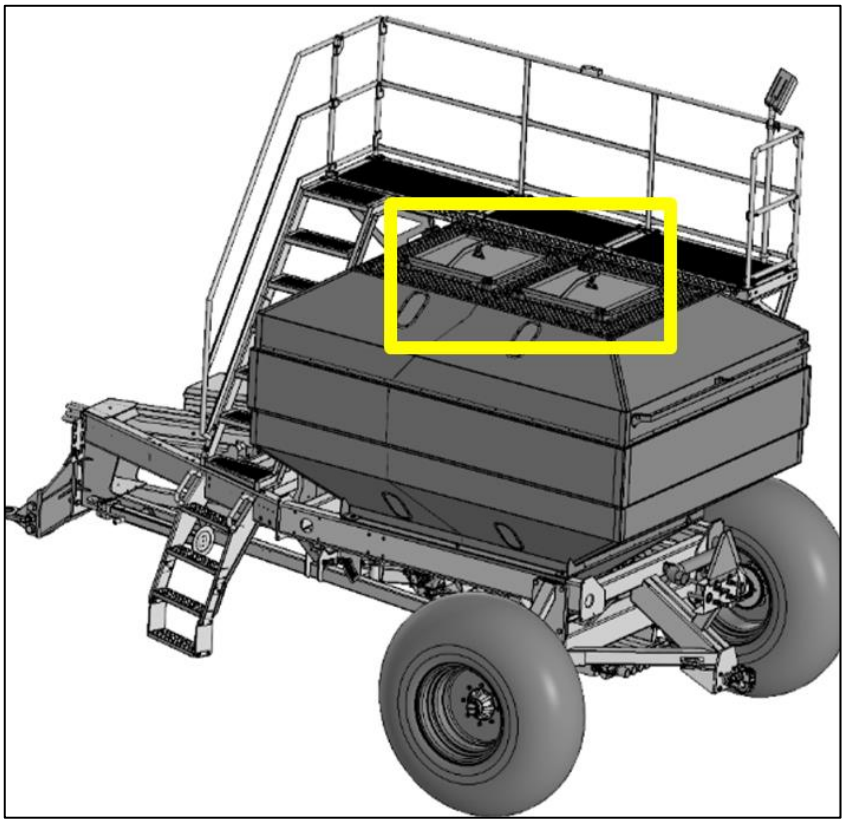

Рисунок 55 – Крышки бункера
6.2.15 Плотно закрыть крышки бункера, рис. 55.